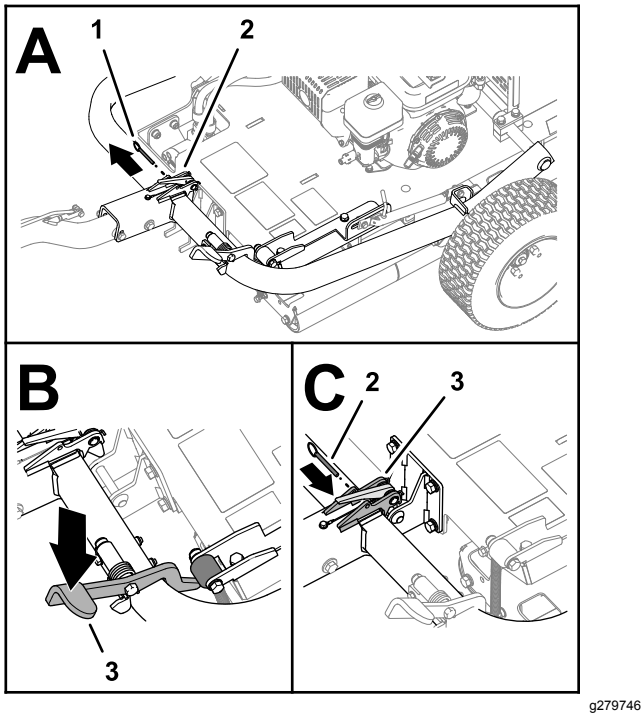

Figura 8
6. Se montato, rimuovete il perno di bloccaggio dal dispositivo di fermo (Figura 8).
7. Premete il pedale dell'attacco in modo che l'attacco si blocchi in posizione (Figura 8).
8. Inserite il perno di bloccaggio attraverso i fori nel dispositivo di fermo (Figura 8).